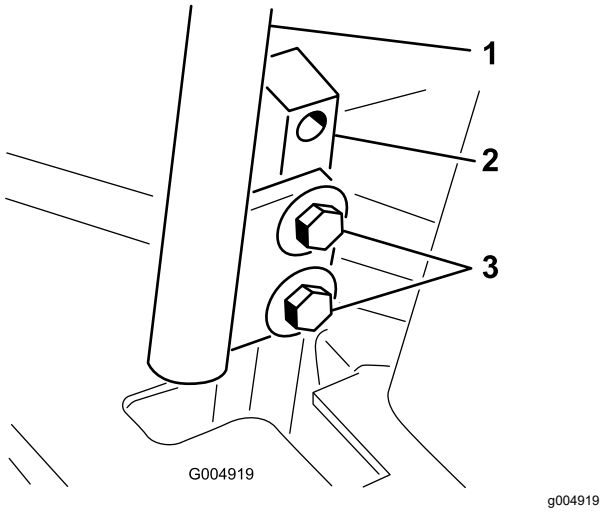

**Figuur 93**
3. Draai de bouten los waarmee de rijhendels zijn vastgezet (Figuur 93).